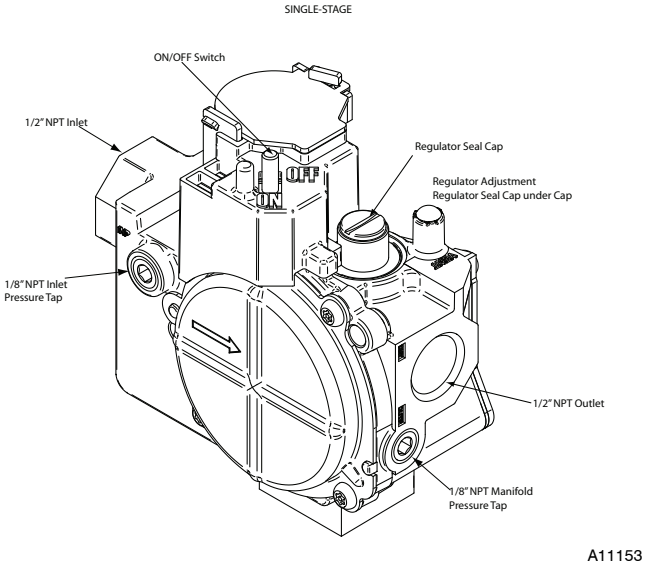

Fig. 52 - Gas Valve
g. Remove regulator adjustment cap from gas valve pressure regulator (See Fig. 52.) and turn adjusting screw (3/16 or smaller flat-tipped screwdriver) counterclockwise (out) to decrease input rate or clockwise (in) to increase input rate.